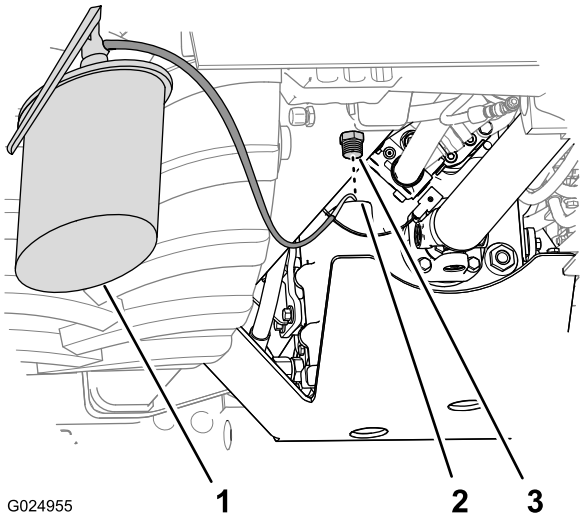

Рисунок 95
4. Залейте в трансмиссию масло указанного типа через заливное отверстие (Рисунок 95).